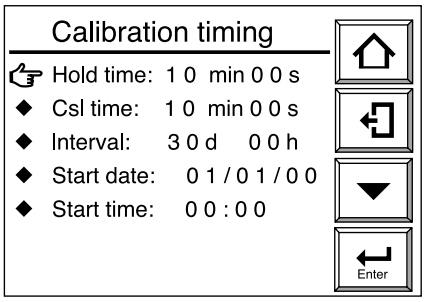

Figura 9.7 Display "Calibration Timing"
(1) Selezionare il display "Calibration timing". Viene visualizzato il display illustrato nella figura 9.7.
(2) Selezione ogni voce della calibrazione per visualizzare il display di immissione dei dati numerici. Immettere i valori numerici desiderati per la calibrazione.